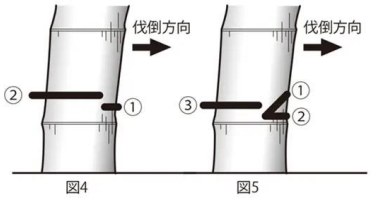

図4　図5
傾きや曲がりが極端に大きい竹を切る場合には、図4 の②側からのみ切り込みを入れると裂けることがあり大変危険です。その場合は、図 4 や図5 のように段差をつけて 2 回で切ります。この時、チェンソーの刃が挟まらない程度に②側から切り込みを入れ、力の逃げをつくります。